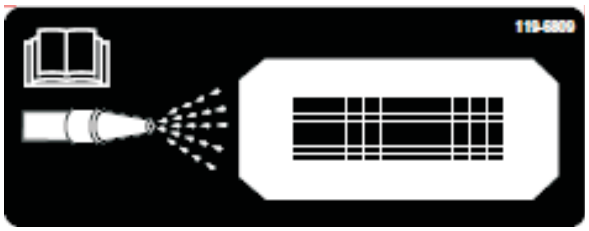
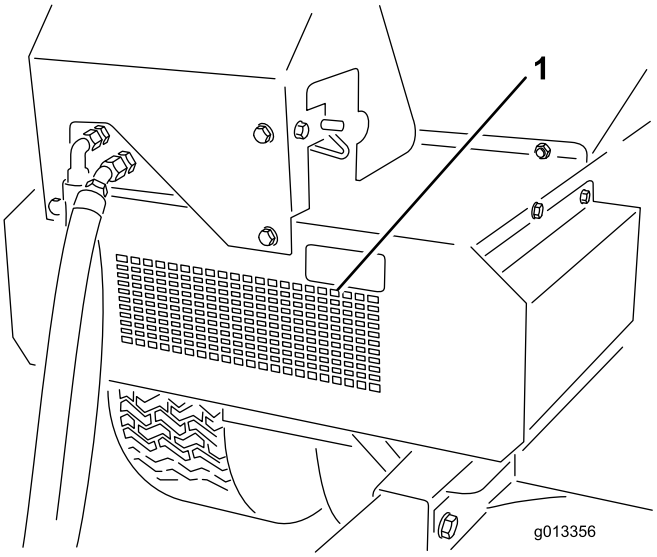

Figura 51
Figura 52
10. Localize o autocolante de limpeza na parte da frente do ProPass (Figura 51), utilizando uma mangueira de jardim, pulverize a grelha de protecção frontal até que o painel inferior esteja totalmente livre de material (Figura 52).